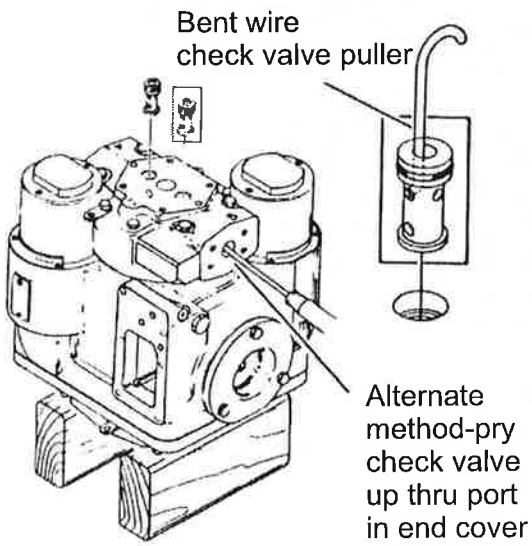

Figure 2
3. Remove the two check valve assemblies by inserting check valve puller (figure 2) into valve crosshole. Pull valve from pump end cover.